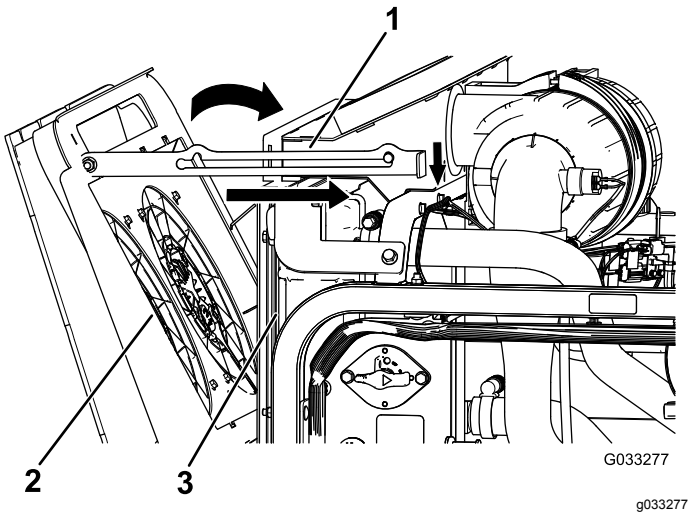

Bild 115
4. Drehen Sie die Kühlventilatoren des Motors nach vorne und arretieren Sie die Stützstange in der Kerbe (Bild 115).